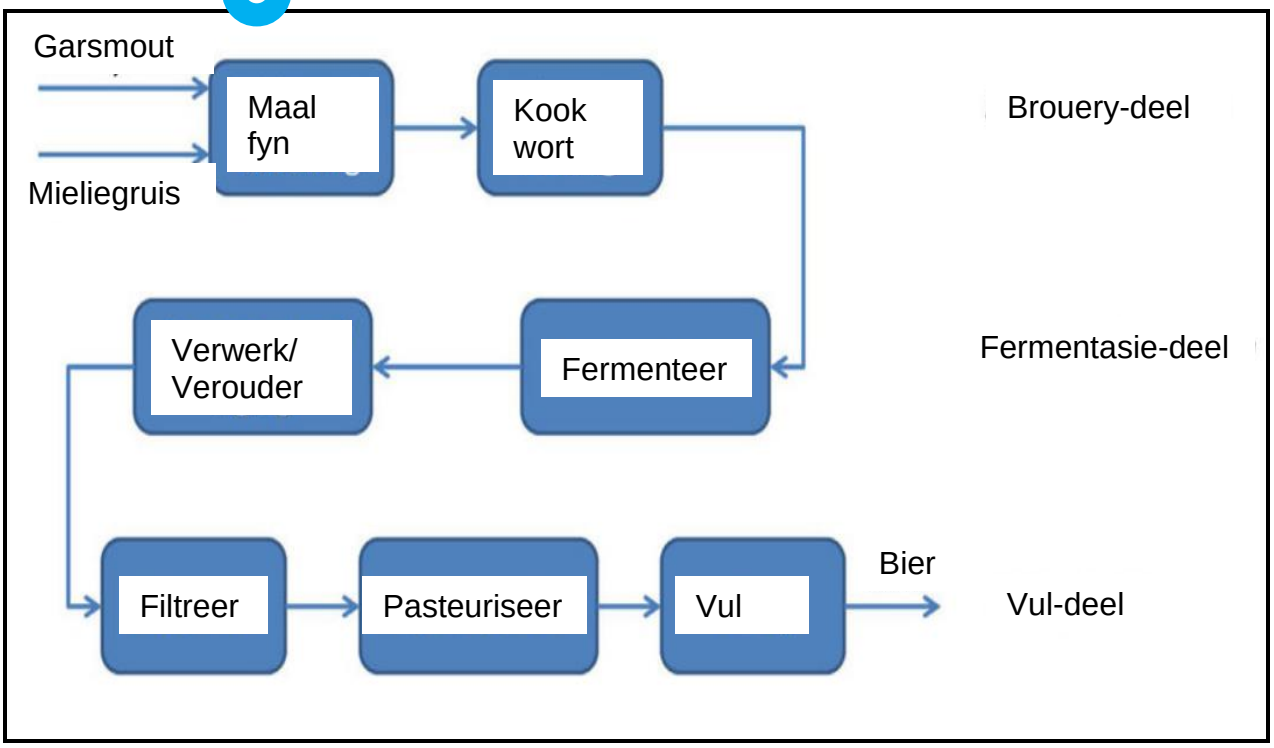

FIGUUR 3
FIGUUR 3 toon die blokdiagram van die brouerysproses met behulp van die SCADA-stelsel.
3.3 Verduidelik watter relevante veiligheid jy sou gebruik vir die brouproses wat in FIGUUR 3 getoon word. (6 × 1) (6)